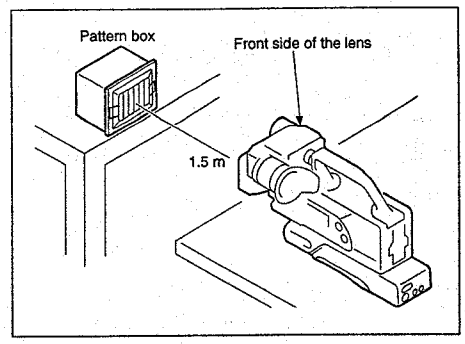

Fig. 6-1-3
2) Set the camera and pattern box as shown in Fig. 6-1-3.
3) If the "forced camera power supply ON mode" is established, the camera power supply can be turned ON, even though the CABINET (R) ASSY (POWER, VTR/CAM, FOCUS and IRIS switches are mounted in it) is removed.